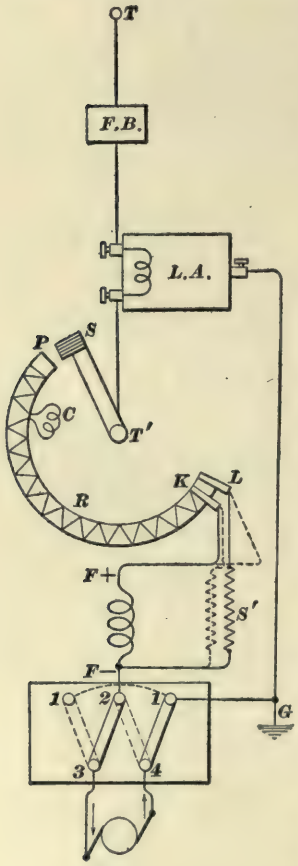

FIG. 4.
**5. Rheostat With Shunt.**—Where the shunt is used, Fig. 4, the same confusion is liable to take place, but with very different symptoms to indicate the fact. The dotted lines indicate the supposed error in the connections; the full lines show the connections as they ought to be. If the field wire runs into $L$, it might, as in the last case, just as well run out into the air somewhere, because $L$ is not connected to anything until $S$ touches it. On the other hand, with the shunt wire in plate $K$, the shunt gets all the current that the line can send through $R$ as soon as $S$ touches $P$; but the car cannot move, because there is no field for the armature to turn in, and the shunt gets very